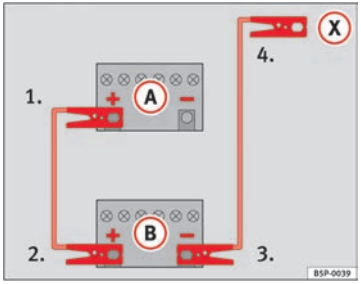

Fig. 172 Diagram of connections for vehicles without Start Stop system
2. Connect one end of the *red* jump lead to the positive (+) terminal of the vehicle with the flat battery (A) ⇒ Fig. 172.
3. Connect the other end of the *red* jump lead to the positive terminal (+) in the vehicle providing assistance (B).
4. **For vehicles without Start-Stop system:** Connect one end of the *black* jump lead to the negative terminal (−) of the vehicle providing assistance (B) ⇒ Fig. 172.